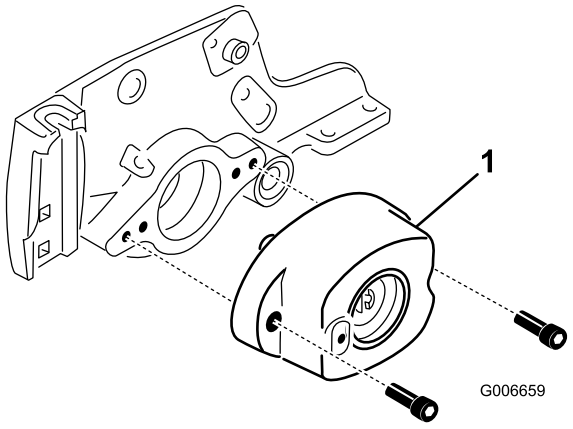

Figur 18
10. Ta bort de två skruvar som fäster lagerhuset vid klippenhetens sidoplåt (Figur 18).
11. Ta bort lagerhuset från sidoplåten (Figur 18).